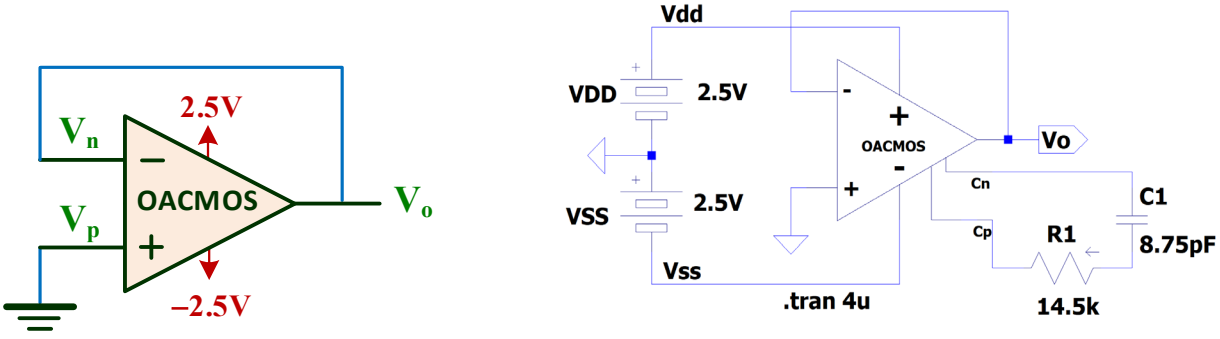

***Figura XII.9**. Circuito test para comprobar la estabilidad de un OA CMOS compensado: **a)** Esquema; **b)** Esquemático con **LTSpice**.*
G) Añadir al circuito de la figura X.8.b la red de compensación RC tal como se muestra en la figura XII.9.b. Observar la tensión del nudo de salida V_o.